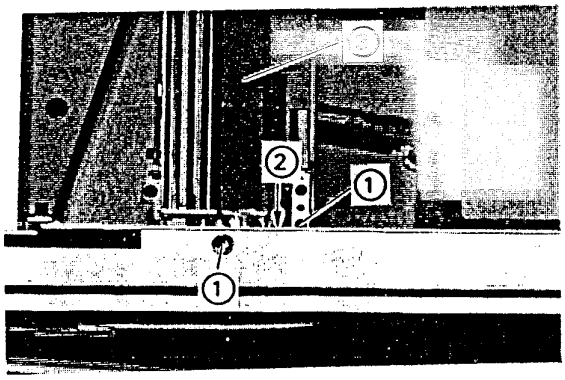

Рис. 4-44
2) Захватив заднюю часть зеркала 1 и передвинуть его вправо, вытянув ее к части, показанной на рис. 4-44.